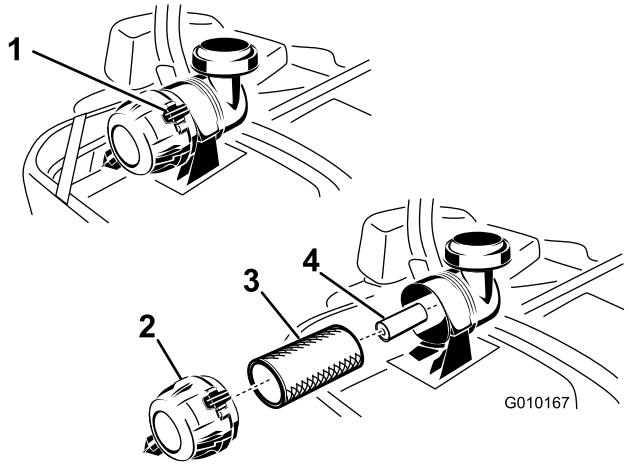

Figur 46
3. Skub ned for at åbne holdeklemmerne på luftfilteret, og træk luftfilterdækslet af luftfilterhuset (Figur 46).
5. Skub forsigtigt primærfilteret ud af luftfilterhuset (Figur 46). Undgå at ramme husets side med filteret.
1. Rengør ikke papirfilteret. Det skal udskiftes (Figur 46).
2. Hvis sekundærfilteret skal udskiftes, skal det forsigtigt skubbes ind i filterhuset (Figur 46).
3. Skub forsigtigt primærfilteret over sekundærfilteret (Figur 46). Sørg for, at det er helt på plads ved at skubbe på filterets yderste kant, mens det installeres.
4. Monter luftfilterdækslet med ånderørshætten nedad, og drej det, så holdeklemmerne låser dækslet på plads (Figur 46).